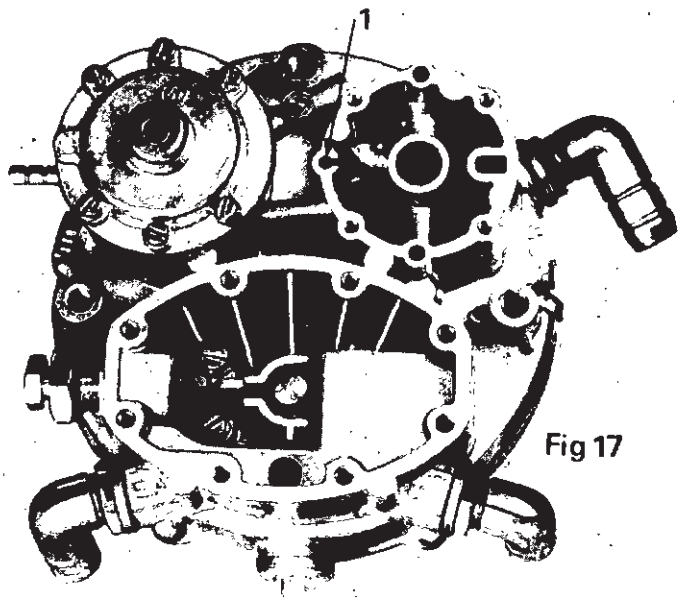

Fig 17
- monter la capsule complète sur le corps du réducteur en veillant à ce que la bague de centrage placée sur la capsule s'introduise dans le canal de prise de dépression (Fig. 17)